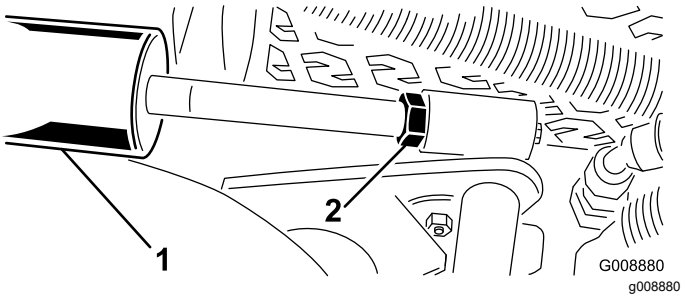

**Figur 29**
A. Senk klippeenhetene og skru tilbake låsemutteren på sylinderen (Figur 29).